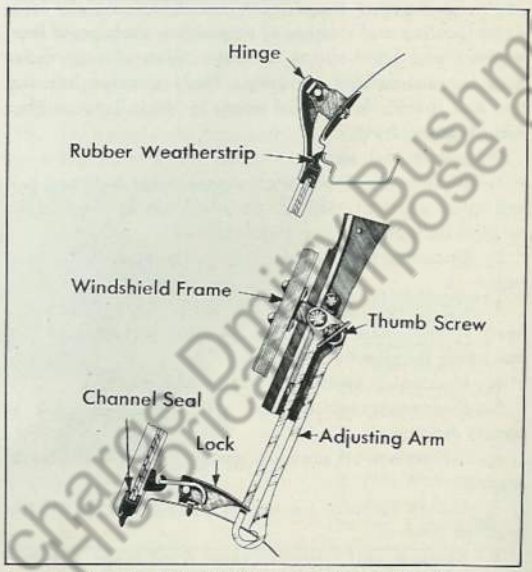

Fig. 3 Windshield, Regulator and Seals
panel. Refer to Fig. 3.
G. Windshield Regulator—Windshield is adjusted or regulated manually, Fig. 3. A spring clamp on instrument panel at center of windshield locks windshield in closed position. After clamp is opened windshield can be swung outward by loosening adjusting arm thumb screws at end of windshield. Location of hinges on front crown panel of cab, together with length of adjusting arms, permits windshield to be opened and held open in a nearly horizontal position.